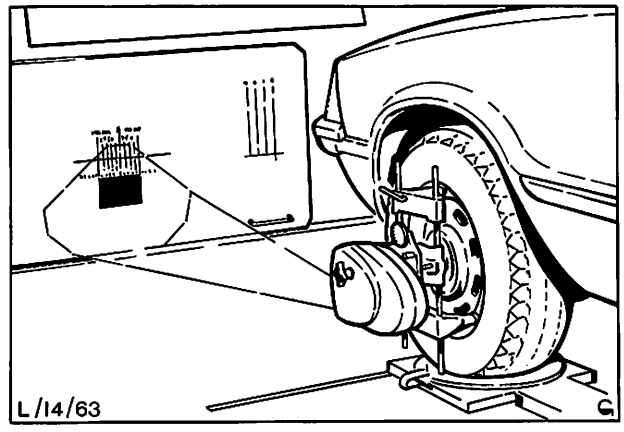

Abb. 58 Projektor zeigt den Gesamtspurwert an
11. Gesamtvorspur an der Spurskala der rechten Einstelltafel ablesen, Abb. 58.